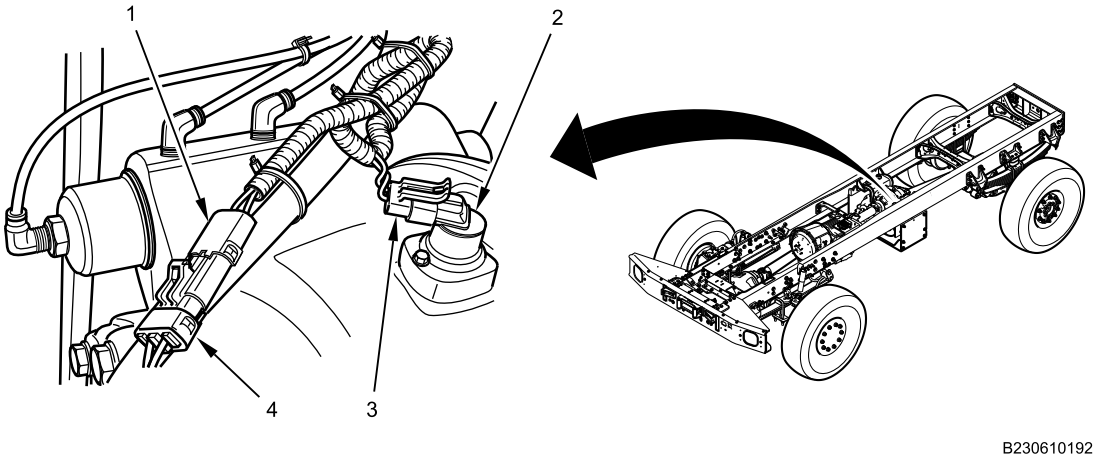

Figure 12. Transfer Case Sensors Connectors.
7. Connect two-pin connector (Figure 12, Item 3) to transfer case mode switch connector (Figure 12, Item 4) at top rear of transfer case.
8. Connect two-pin connector (Figure 12, Item 2) to VSS (Figure 12, Item 1) on top rear of transfer case.